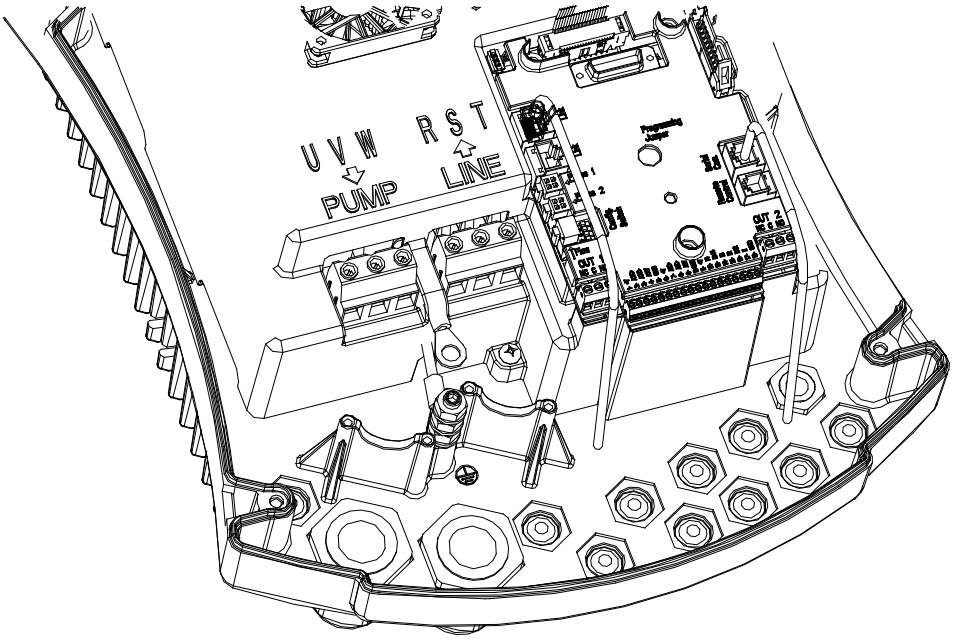

*Fig. 1: Elanslutning*
**Ingångsklämmorna** är märkta med texten **LINE RST** och av en **pil som pekar in i** klämmorna. Se *Fig. 1*.
Utgångsklämmorna är märkta med texten **PUMP UVW** och av en **pil som pekar ut från** klämmorna. Se *Fig. 1*.